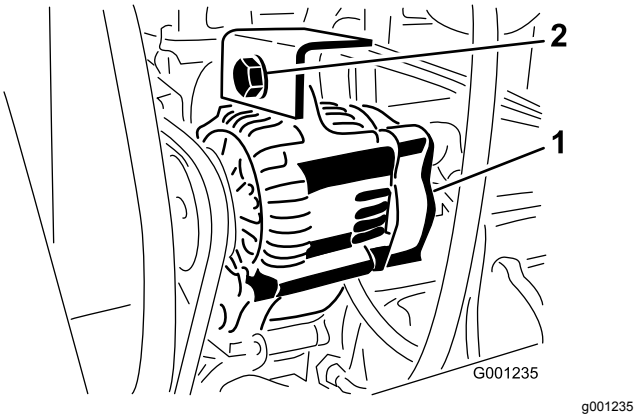

Figur 72
2. Lossa generatorns fästskruv (Figur 72).
3. Öka eller minska generatorremmens spänning och dra åt fästskruven (Figur 72).